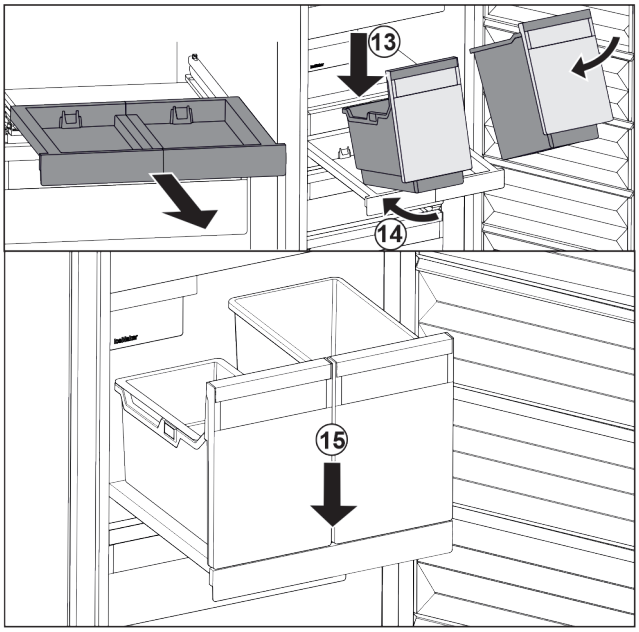

Fig. 175
▶ 将容器斜放在拉出式搁板上。 *Fig. 175 (13)*
▶ 将容器斜着向后推入。 *Fig. 175 (14)*
▶ 放下容器前部。 *Fig. 175 (15)*